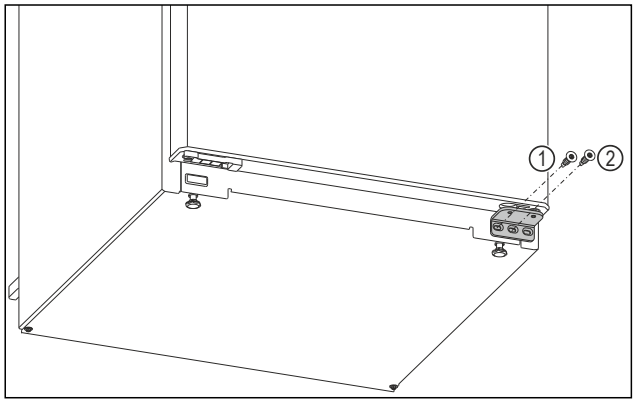

Fig. 6
▶ Skru ut den innvendige skruen med skrutrekkeren Torx 20 på den nedre lagerbukken. *Fig. 6 (1)*
▶ Skru ut den midtre skruen med skrutrekkeren Torx 20 på den nedre lagerbukken. *Fig. 6 (2)*